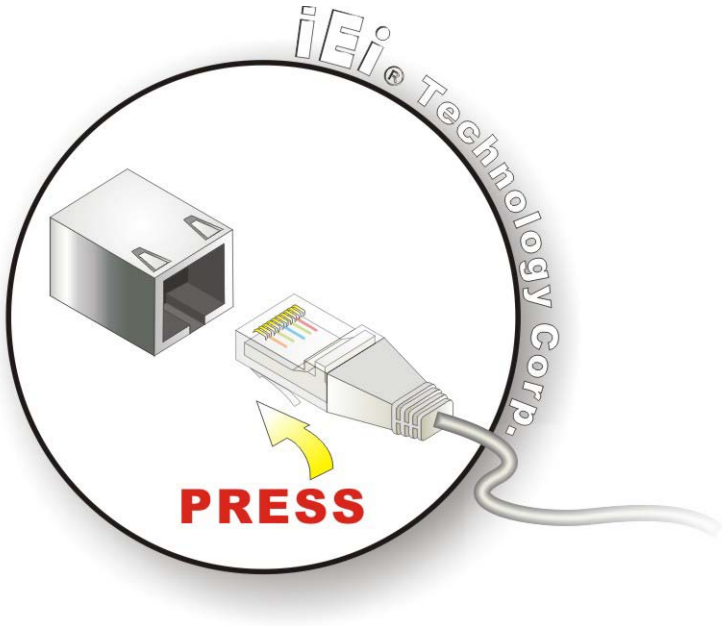

Figure 4-11: LAN Connection
Step 2: **Align the connectors.** Align the RJ-45 connector on the LAN cable with one of the RJ-45 connectors on the KINO-AQ870. See **Figure 4-11**.